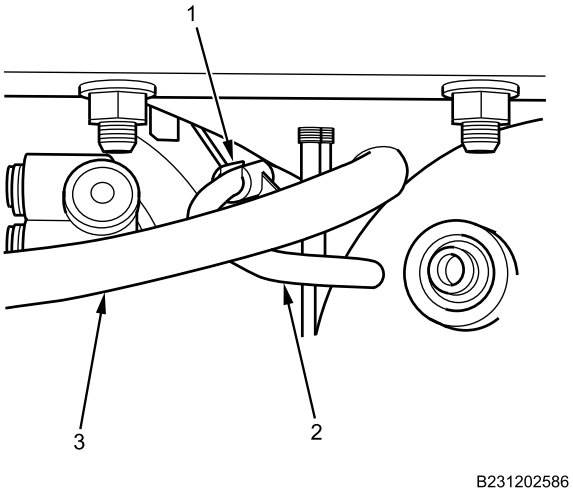

Figure 5. Secondary and Supply Tank Air Lines.
15. Disconnect supply-to-secondary tank small ORANGE air line (Figure 5, Item 2) from air line support (Figure 5, Item 1) and remove air line.
16. Remove large ORANGE air line (Figure 5, Item 3) from between air tanks.